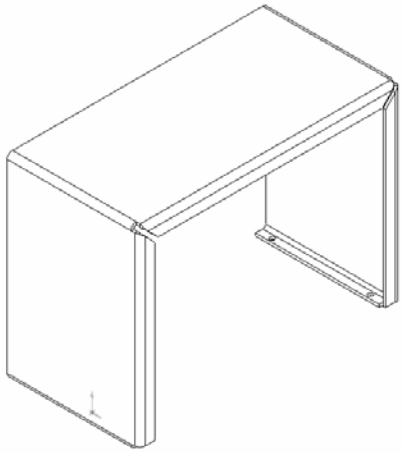

Рисунок 6.8 - Деталь из листового материала
10. Сохраните деталь из листового материала (рис. 6.8).